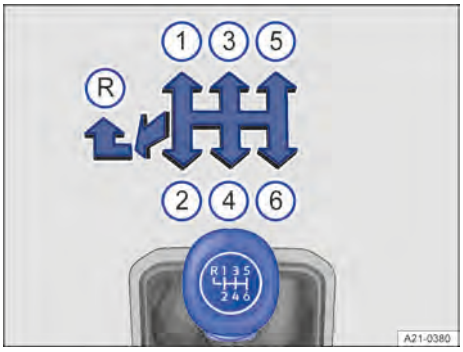

Fig. 110 Esquema de las marchas de una caja de cambios manual de 6 marchas.
En la palanca de cambios está representada la posición de cada una de las marchas → Fig. 110.
3. Presione la palanca de cambios hacia abajo, muévala completamente hacia la izquierda y después hacia delante para situarla en la posición de la marcha atrás → Fig. 110 Ⓡ.